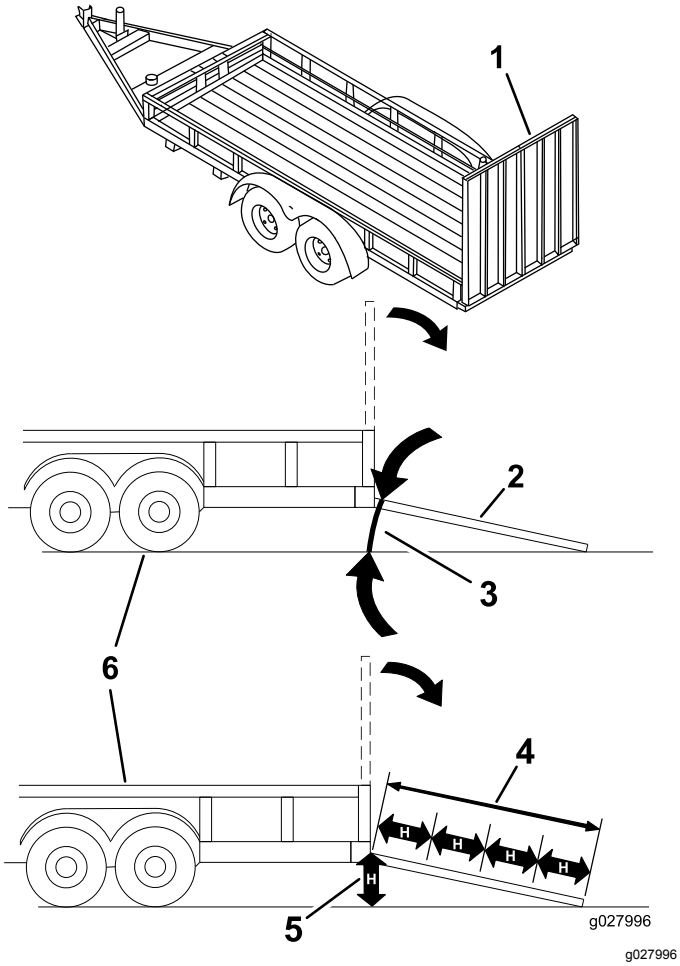

Figur 38
Om man lastar på en maskin på ett släp eller en lastbil ökar risken för att välta, vilket kan orsaka allvarliga personskador och innebära livsfara (Figur 38).
3. Sänk ned rampen och säkerställ att vinkeln mellan rampen och marken inte är större än 15 grader (Figur 38).
1. Sänk ned rampen och säkerställ att vinkeln mellan rampen och marken inte är större än 15 grader (Figur 38).